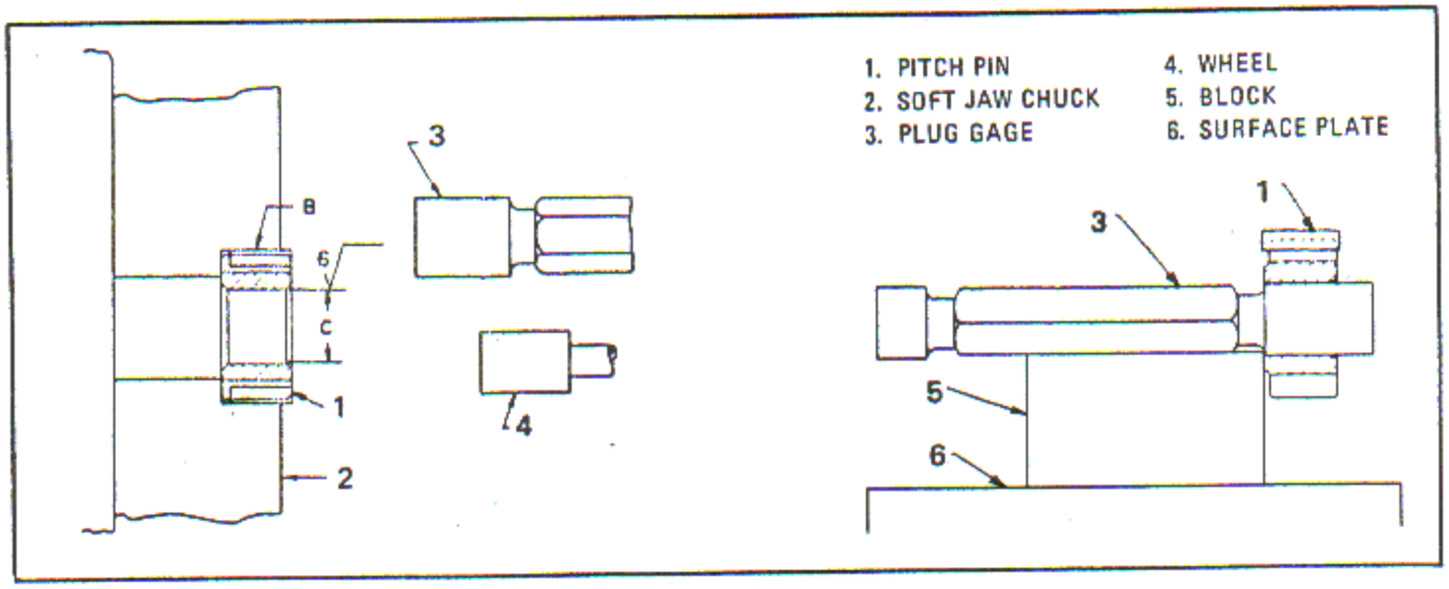

Figure 6-68. Grinding and Checking Concentricity of Pinion Bore with Pitch Diameter
a. Mount a universal chuck equipped with soft jaws (2, figure 6-68) on a suitable engine lathe.
b. Machine the jaws to clamp over 0.1720 diameter pitch pins (1) placed on the pinion gear as shown. Ensure that the jaw locating diameter runs true as possible within 0.0005 inch full indicator reading.
a. Check concentricity of the ground hole with pitch diameter, which is 0.0008 inch maximum full indicator reading, by clamping plug gage (3, figure 6-68) with pinion and parallel block (5) on a surface plate (6). Place 0.1720 inch diameter pitch pin on the pinion and indicate at every other tooth space with a suitable dial indicator. The pointer must locate at the same distance from the end of each tooth.